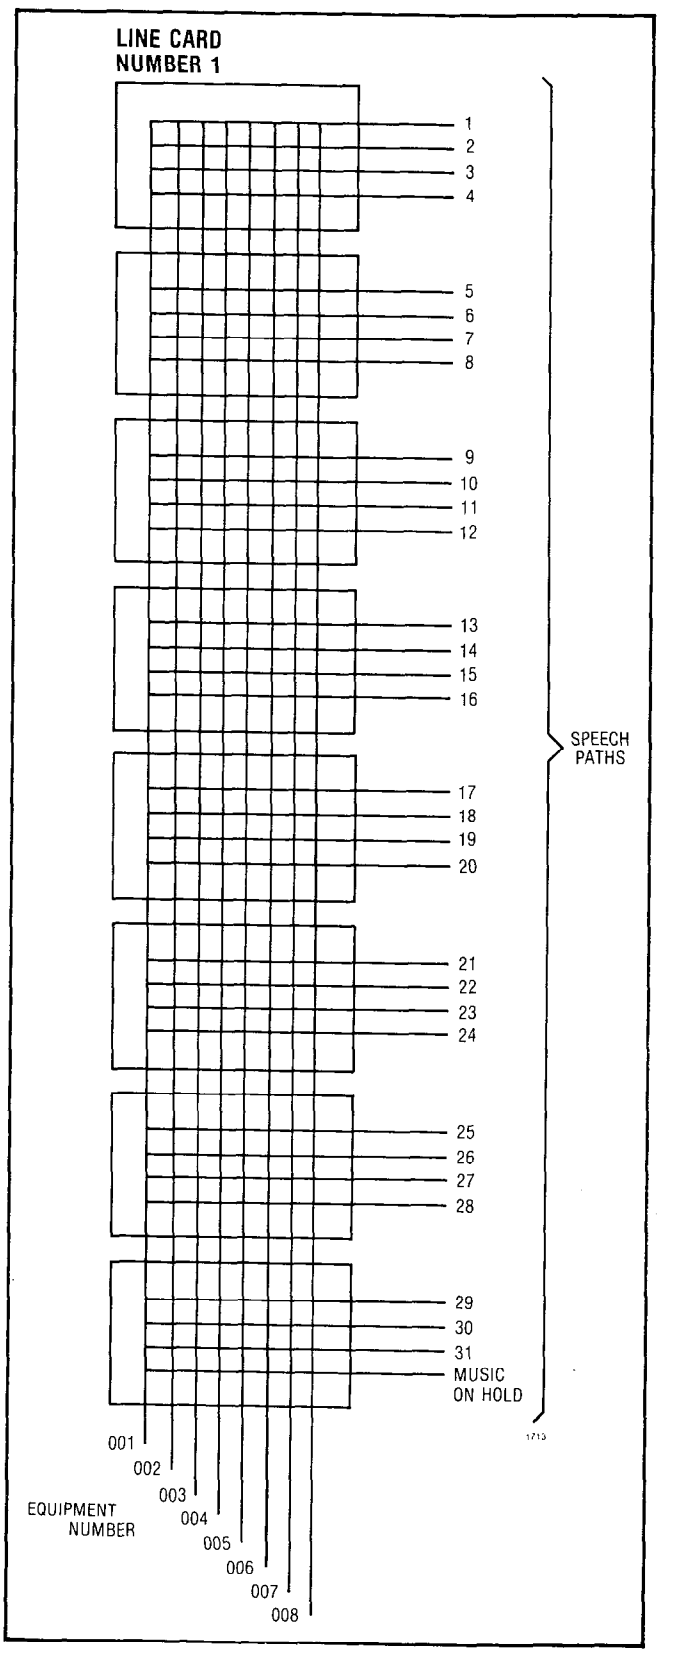
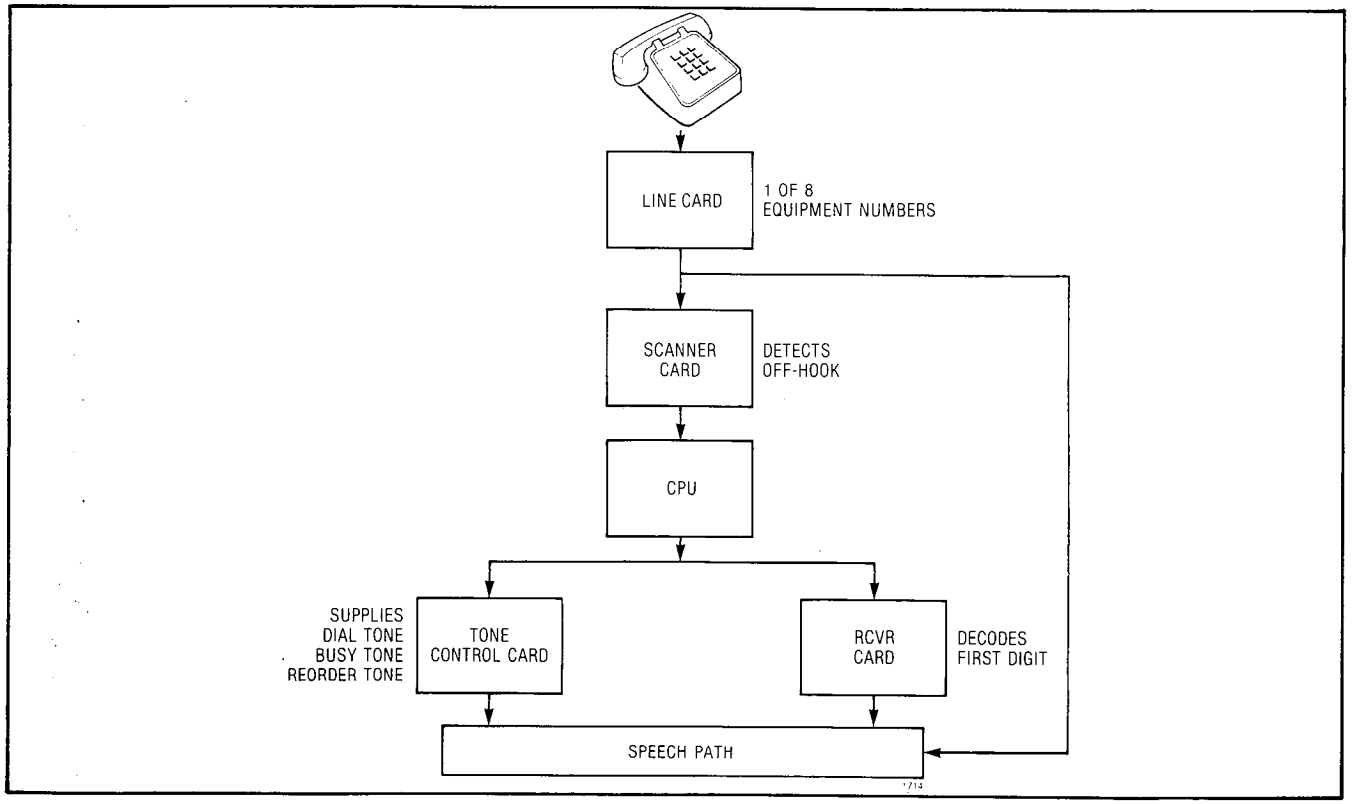

Fig. 5-1 Speech Paths
Fig. 5-2 Select a Speech Path
5.01 Each extension is assigned to a specific equipment number on a specific Line card (Fig. 5-1). When an extension goes off hook, it will complete a circuit and draw loop current. This loop current will cause the LED (on the line card) associated with that equipment number to light. At this time there are up to 31 speech paths available for assignment to the off hook extension. Each line card has an 8 × 32 switching matrix, providing access to 31 speech paths and 1 Music on Hold (MOH) path (Fig. 5-2). The Scanner card will detect the off-hook condition on the Line card and report the equipment number to the Central Processor Unit (CPU). The CPU (through its Random Access Memory or RAM) will find a free speech path and test it, using circuits on the tone control card. After the speech path is tested, the CPU connects it to the line circuit and a free receiver is located. The selected receiver, and dial tone from the tone control card, are then connected to the free speech path (Fig. 5-2).